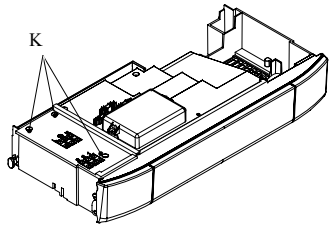

Fig. 5.5
4. Loosen the screws K and remove the service panel (Fig. 5.5).
4. Ослабьте винты K и снимите сервисную панель (рис.5.5).